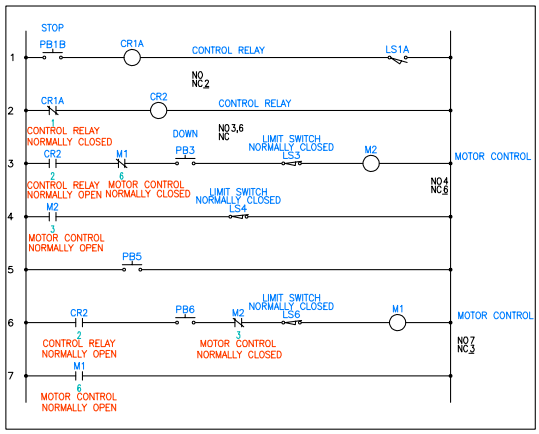

Figure 6-50 *The copied components*
15. Next, select limit switch LS3 from 3rd rung and copy it at **15**,**15**. Again, select LS3 and copy it at **16**,**13**. You will notice that the limit switch is inserted in rung 4 and rung 6. Keep the values in the **Description** area intact. Figure 6-50 shows the copied components.